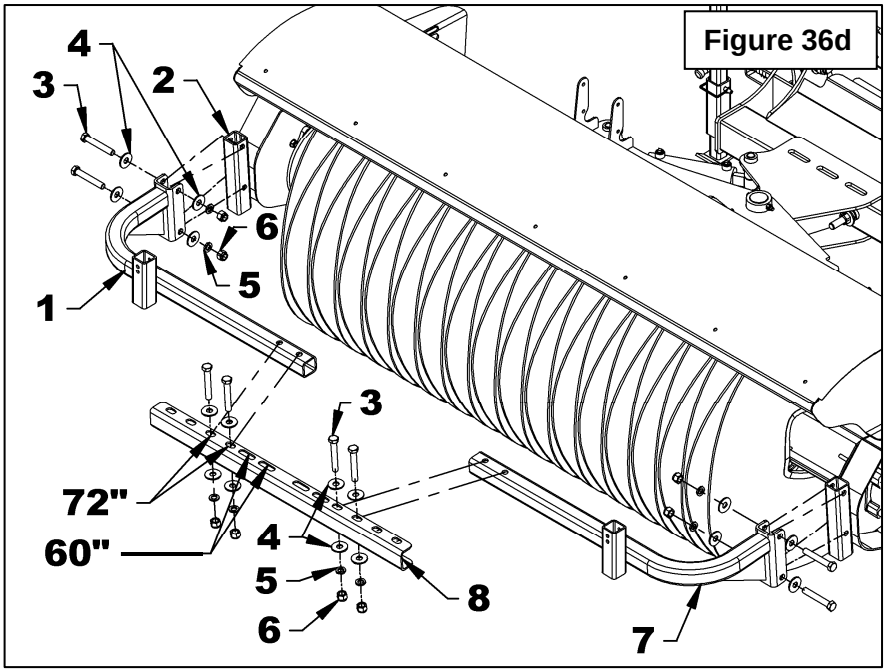

Figure 36d
3. **Figure 36d – 60" and 72" brooms:** Install the left and right wheel supports (items 1-7) on the parking stand tubes (item 2) with two bolts (item 3), four flat washers (item 4), two lockwashers (item 5) and two nylon insert nuts (item 6). Attach the support tube (item 8) to the right and left wheel supports (items 1-7) in the appropriate holes depending on the width of the broom (see figure) with four bolts (item 3), eight flat washers (item 4), four lockwashers (item 5) and four nylon insert nuts (item 6).